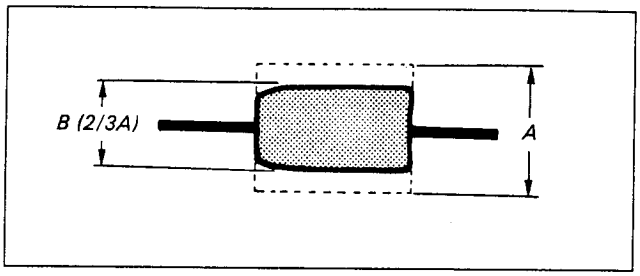

*Fig. 7-70.*
4) Set the SEL switch of the track shift & monitor jig to ON, then turn the track shift knob until the RF waveform amplitude is 2/3. (See Fig. 7-70.)